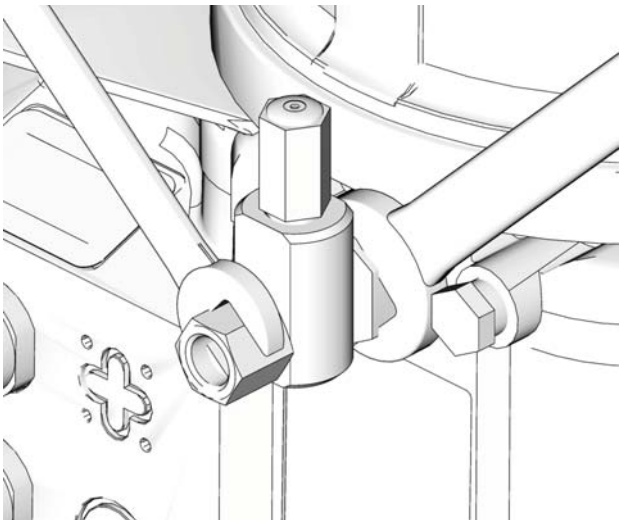

ABB. 11
- Sichern Sie alle am Pumpenelement oder am zusätzlichen Geräteanschluss anzuschließenden Verbindungen stets mit zwei gekonterten Maulschlüsseln. Für ein Beispiel siehe ABB. 11.